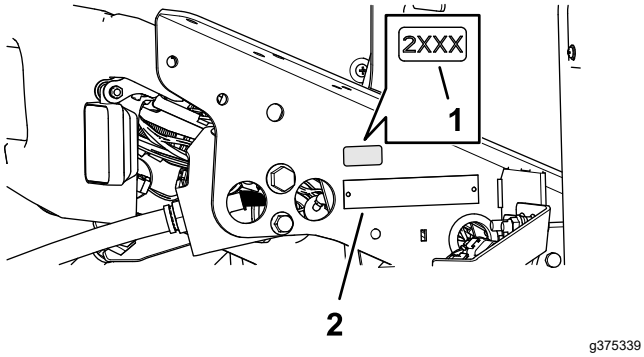

Figur 38
1. Brug sprit og en ren klud til at rengøre gulvbeslagområdet ved siden af serienummerpladen, og lad beslaget tørre (Figur 38).